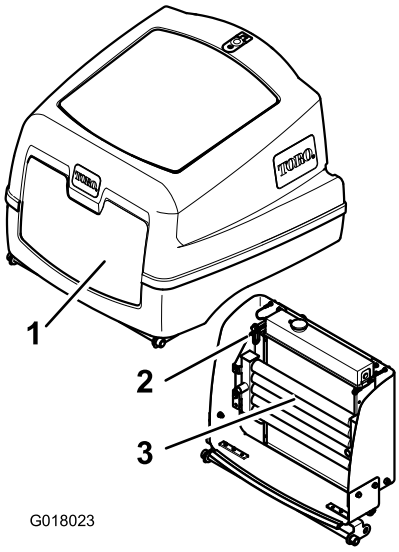

Figur 57
4. Åbn låsen og motorhjelmen (Figur 57).